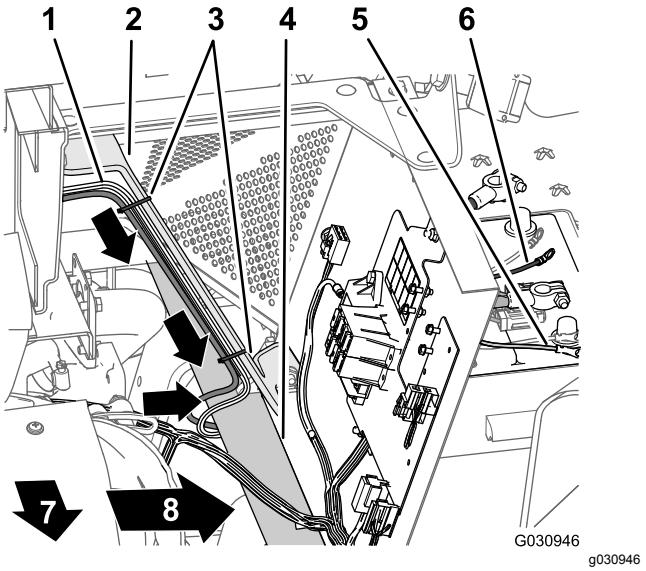

Figur 116
3. Dra den 108 cm långa kablagedelen ned längs motorhöljets vänstra stöd och under det vänstra ramröret (Figur 116).
4. Dra 50 A-säkringen och de positiva och negativa ringkabelskorna på den 108 cm långa kablagedelen till batteriets ovansida (Figur 116).